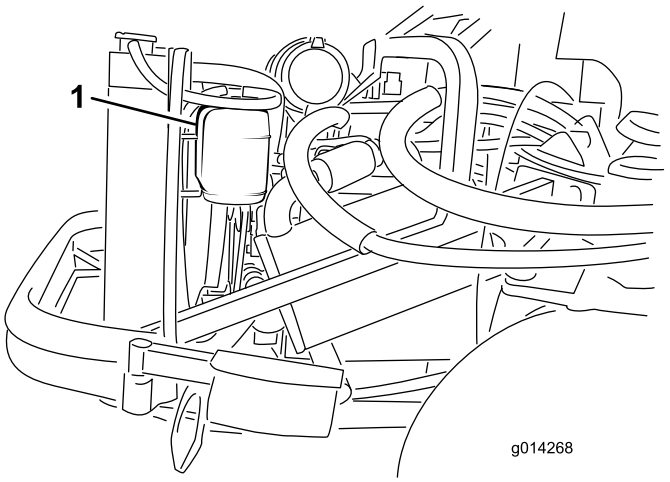

Figura 53
1. Controllate il livello di refrigerante nel serbatoio di espansione (Figura 53). Il livello di refrigerante deve essere compreso tra i segni previsti sul lato del serbatoio.